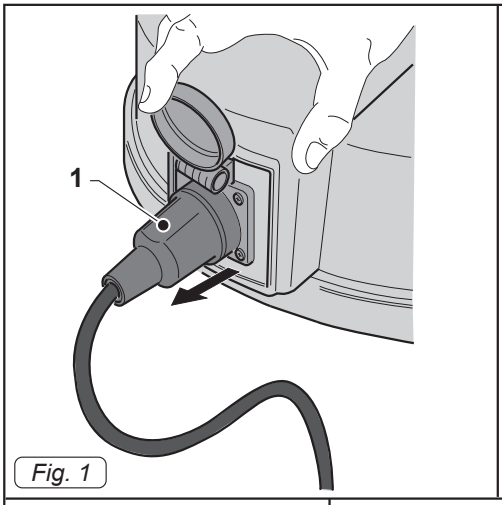
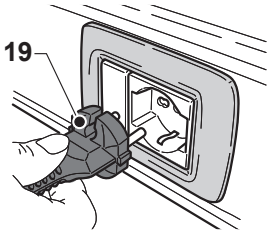

Fig. 1
Fig. 12
- Enlever le bouchon (1 Fig. 1) d'évacuation de la pompe d'alimentation.
- Insérez la fiche (1 Fig. 1) sur la socket.
- Brancher la fiche (19 Fig. 12) dans la prise de courant et contrôler que la fiche (1 Fig. 1) d'alimentation de la pompe d'évacuation est branchée correctement.
- Débrancher la fiche (19 Fig. 12) de la prise de courant.
- Débrancher la fiche (1 Fig. 1) d'alimentation de la pompe d'évacuation.